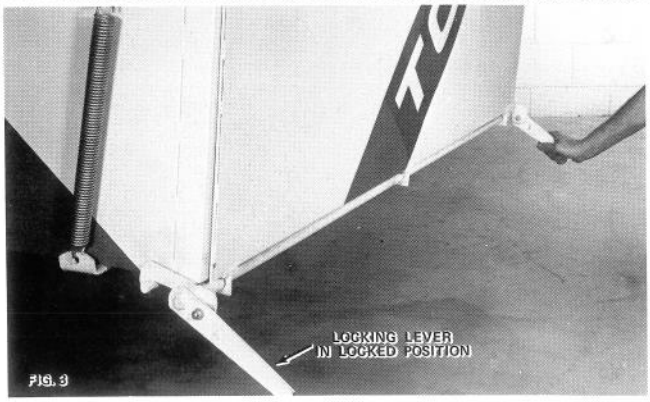

FIG. 3
3. Close tail gate by securing locking lever in a downward position. See Fig. 3.